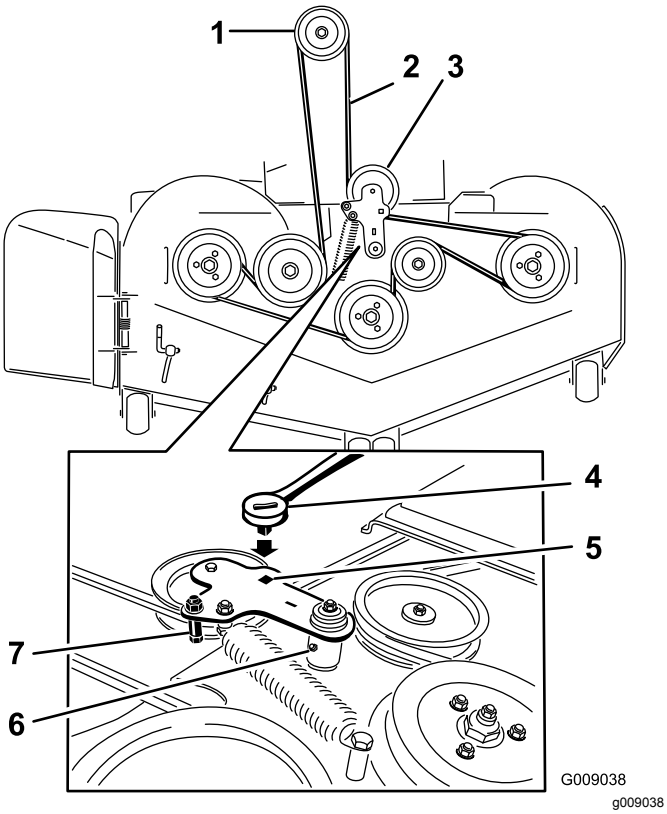

**Figuur 95**
8. Zet een ratelsleutel in de vierkante opening in de arm van de spanpoelie om de druk op de veer te verminderen (Figuur 95).
10. Bevestig de nieuwe riem rond de poelies van het maaidek en de koppelingspoelie onder de motor (Figuur 95).
11. Draai het lipje van de riemgeleider en zorg ervoor dat het tegen de naaf van het draaipunt komt (Figuur 95).
12. Zet de ratelsleutel in de vierkante opening en leg de riem rond de veerbelaste spanpoelie (Figuur 95). Steek de uiteinden van de veer in de ankergroeven.